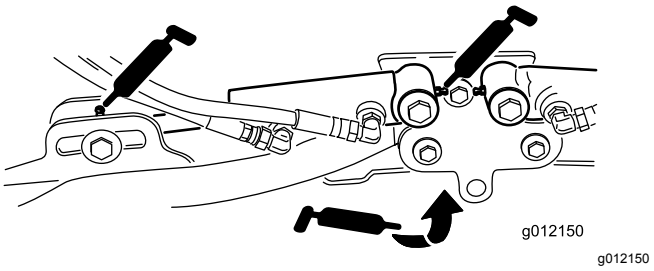

Figuur 44
- Cilinders van hefarmen van maaidek (2 elk) (Figuur 44)
- Draaipunten van hefarm (1 elk) (Figuur 44)